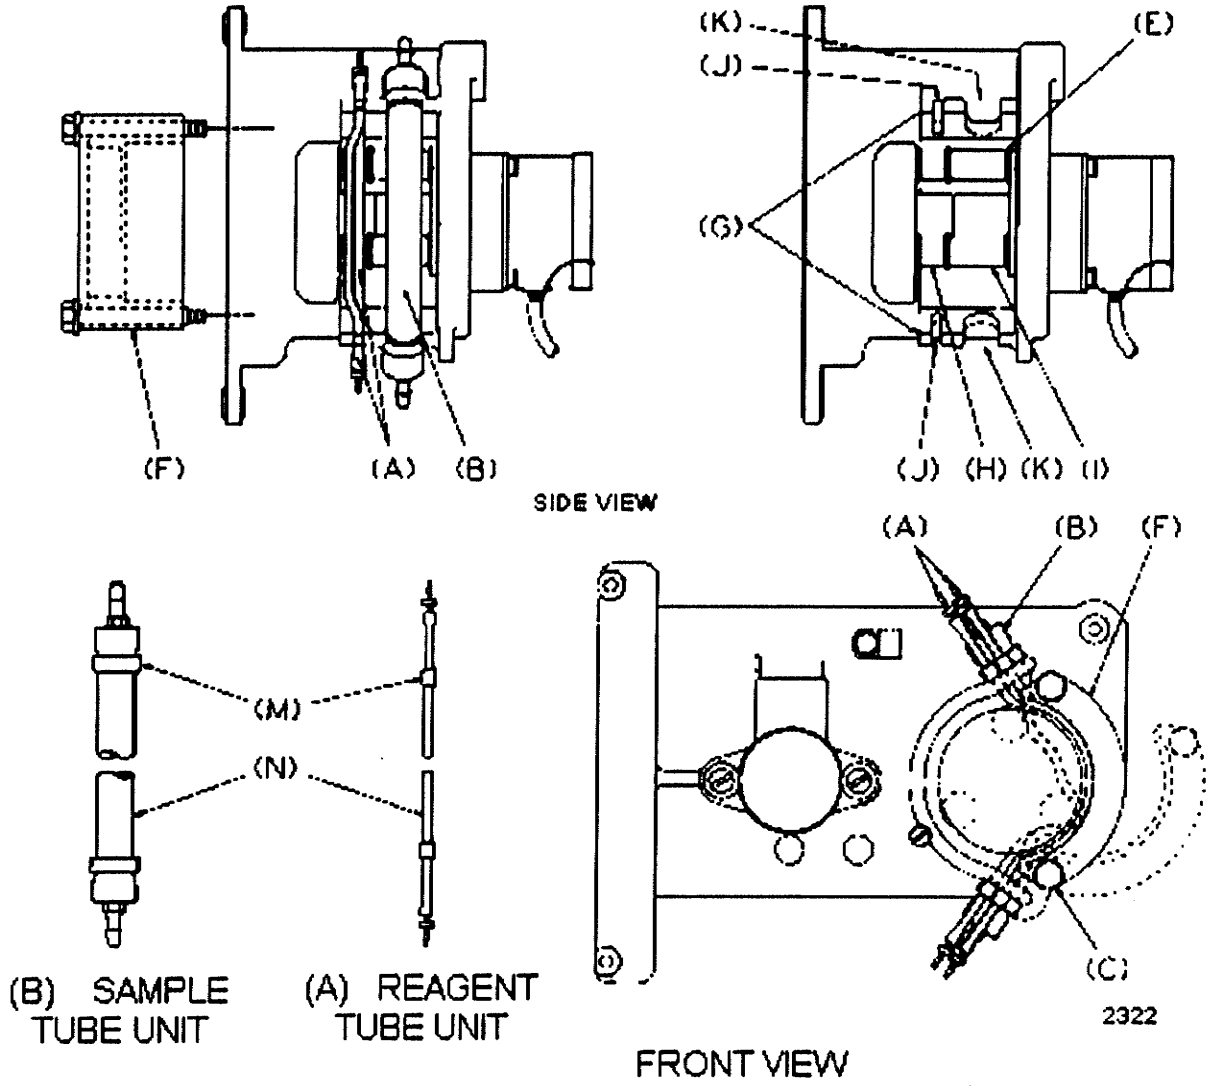

Figure 4.1
- Installation of tube units (refer to Figure 4.1):
a. Remove the occlusion ring (F).
c. Both reagent tube units (A) fit into the small groove (J) on the tube retainer (G), as well as into the small groove (H) on the rollers (E).